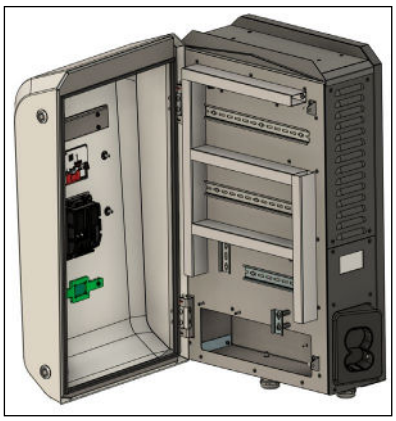

Abb. 12: DCW15 geöffnet
3. Gehäuse durch Schwenken öffnen (siehe Abb. 12).